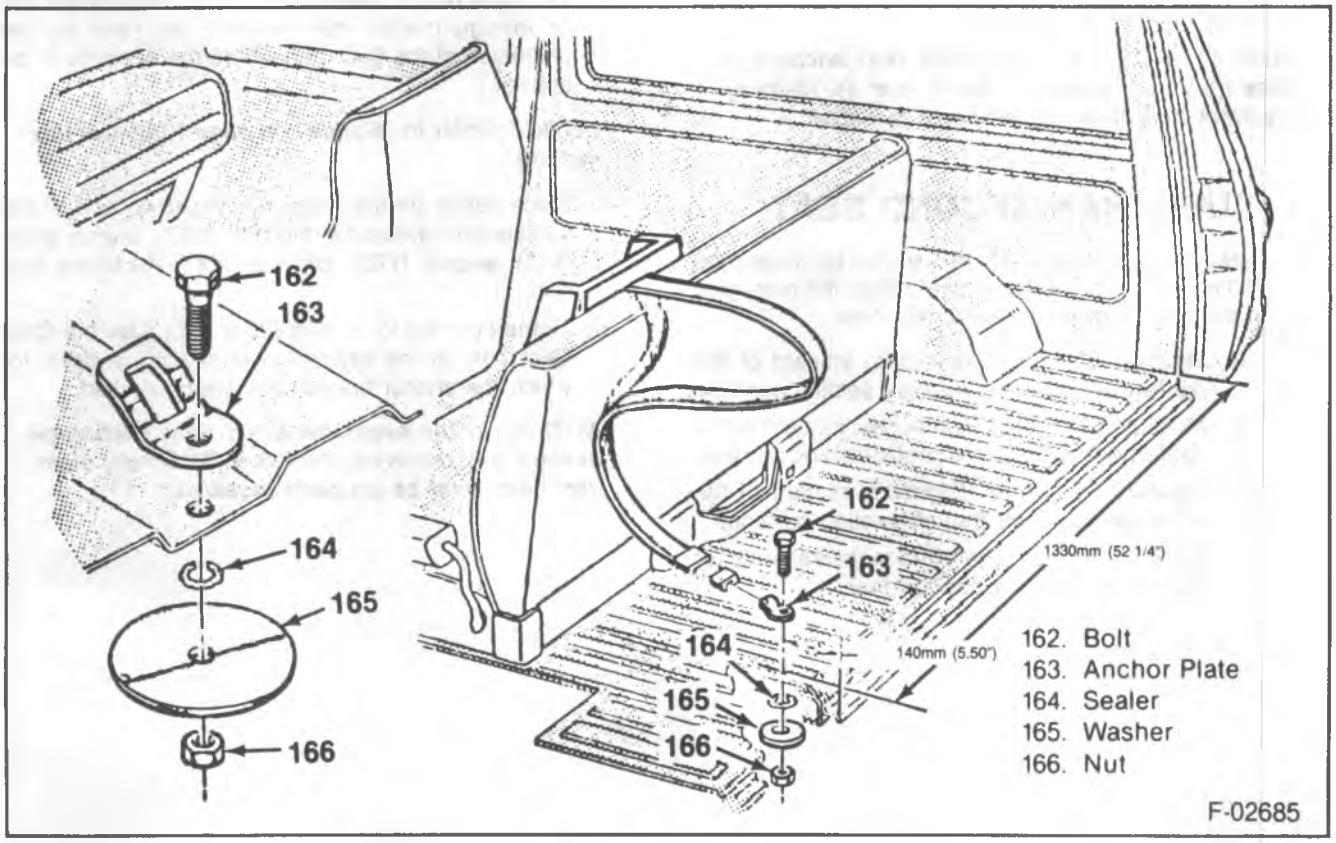

Figure 30—Utility Vehicle Second Seat Top Strap Belt Components
1. Determine the location for the anchor by measuring 140 mm (5 1/2-inches) forward from the rear edge of the floor pan (figure 30). Make this measurement in the center of one of the depressed floor pan ribs. Next, measure 1330 mm (52.25-inches) inboard of the right quarter inner panel. Mark the position where these measurements meet.